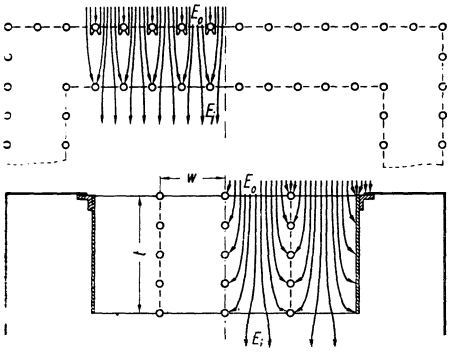

*Bild 2. Feldlinienbild einer Doppelwand aus Maschendraht und eines Wabenfensters aus Maschendraht (schematisch)*
b. Schirmung von Fenstern durch Maschendrahtwaben. Da die Abschirmung durch eine einfache oder doppelte Maschendrahtwand bei hohen Frequenzen begrenzt und die Licht- und Luftdurchlässigkeit ungenügend ist, wurde für die Fenster eine Konstruktion gewählt, welche die Dämpfung elektromagnetischer Felder in Hohlleitern (Kaminwirkung) ausnutzt. **Bild 2** zeigt zum Vergleich den Feldverlauf innerhalb eines doppelten Maschengitters und in dem neuen Wabengitter. Felder mit einer Wellenlänge, die genügend groß ist gegen die Grenzwellenlänge, erfahren eine Dämpfung proportional dem Verhältnis der Tiefe l zur Weite w des Hohlleiters.